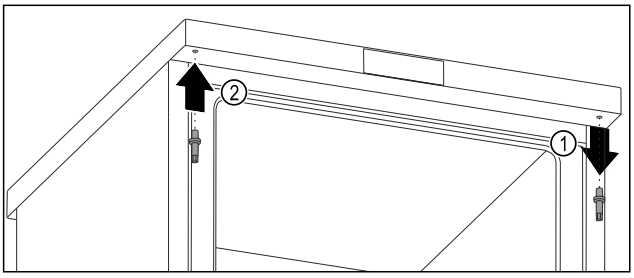

Fig. 14
- ▶ Выкрутите верхний болт ключом с наружным шестигранником. *Fig. 14 (1)*
- ▶ Затяните болт на противоположной стороне ключом с наружным шестигранником. *Fig. 14 (2)*